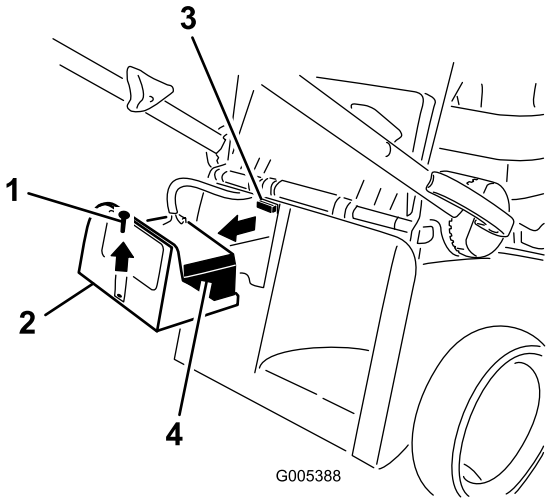

Figuur 8
1. Verwijder het accudeksel en de accu en ga naar de zekeringhouder (Figuur 8).